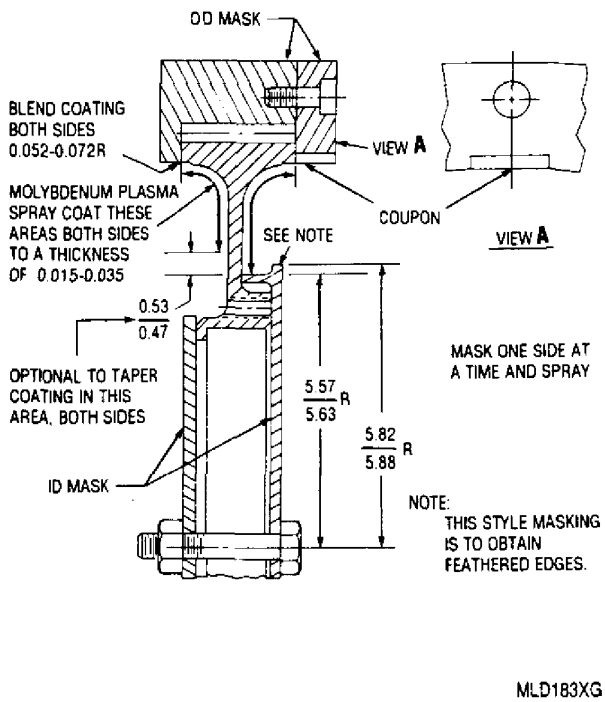

Figure 3. Main Drive Gear Assembly − Plasma Coating (Molybdenum) Application
c. Mask areas not coated (figure 3) and grit blast with 120 - 220 mesh aluminum oxide grit at an air pressure of 60 - 90 psig until all molybdenum coating is removed.
8. MAIN DRIVE GEAR ASSEMBLY - PLASMA SPRAY COATING (MOLYBDENUM) APPLICATION. (figure 3) The application of molybdenum plasma spray to the main drive gear shall be accomplished either by certified Naval Aviation Depots utilizing automated spray equipment or a facility certified by the OEM.
b. Fabricate two sets of masks (figure 3) from either steel, brass or other suitable material to adequately protect against adhesion of spray material. One set of masks is to be used for blast/shotpeening and the other set for plasma spraying. Do not interchange the two. The outside diameter (OD) mask used for the spray operation shall provide a place to locate the test coupon.
(1) Mask areas that are not to be coated (figure 3).
h. Place prepared gear onto an automated fixture that will permit uniform coverage of area to be coated. Install test coupons on the OD mask where provided (figure 3).
k. Apply plasma spray uniformly (one side at a time) to gear web and radius area as shown (figure 3) as follows:
(1) When using METCO plasma spray system, use parameters of table 2.
(2) When using AVCO plasma spray unit, use parameters from operating manual.
(3) When using plasmadyne plasma spray unit, use parameters from operating manual. Plasmadyne rotor−feed powder feeder may be used to attain proper feed rate. Slight adjustment of secondary gas is permitted to attain proper voltage.
(1) One hundred percent bonded over complete area.
(2) Be uniform in thickness (0.015 − 0.035 in.).
(3) Be free of blisters, chips and other objectionable imperfections.
q. Blend coating to a 0.052 − 0.072 in. radius at each rim face (figure 3) using hand sanding or hand stone. Remove loose particles on coating surface and edges with stainless steel wire brush.